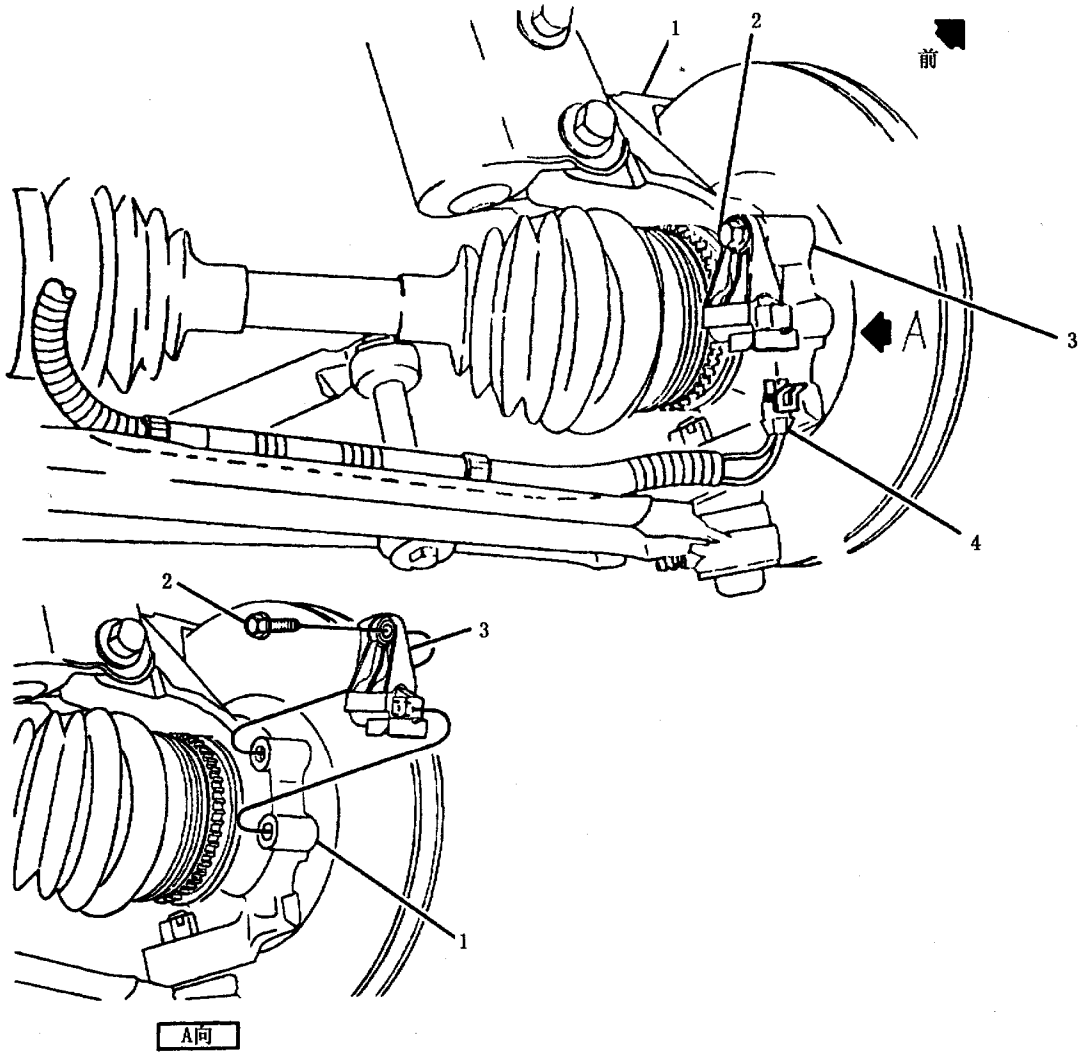

图 5－20 前轮速传感器的拆卸
(2) 拆卸后车轮。
(3) 拆卸后制动毂。
(4) 拔开后轮速传感器插接器（非管式车轴）(见图 5－21)。
(5) 拆卸后轮毂轴承/轮速传感器组合件的固定螺栓和螺母。拆卸时，应转动后轴凸缘，使它上面的螺栓拆装孔先后与每个螺栓位置对正，在用扳手握住螺母不动的情况下将螺栓拆下。